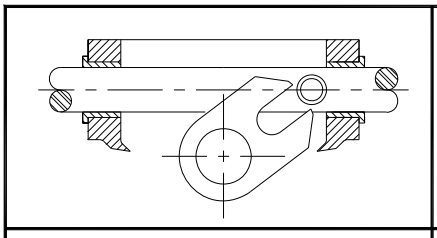
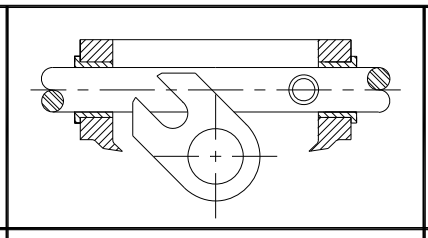

FIGURE 5
FIGURE 6
E. Disengage yoke (2) from roller bearing assembly by pulling piston rod to extreme right, as in FIGURE 5, and swing yoke mechanism clear of roller bearing as in FIGURE 6.
E. Disengage yoke (2) from roller bearing assembly by pulling piston rod (4) to extreme right, as in FIGURE 5, and swing yoke (2) clear of roller bearing (10) assembly. See FIGURE 6.